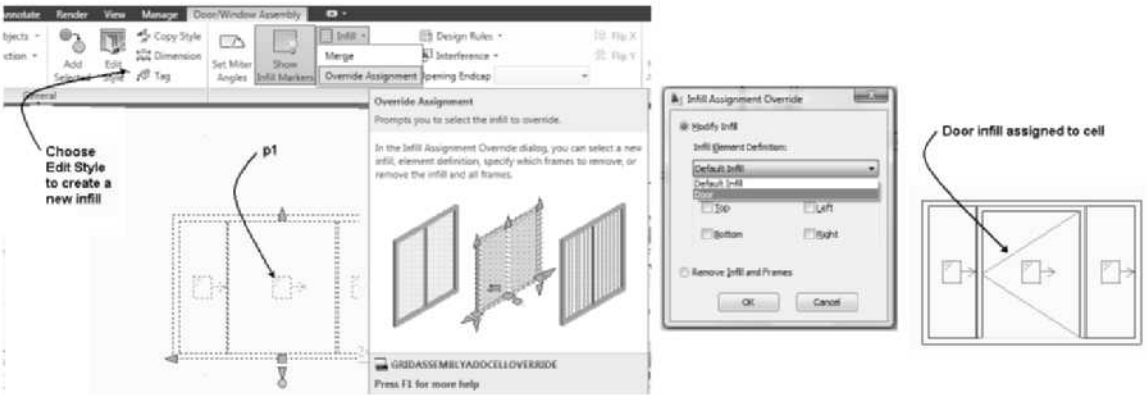

FIGURE 6.19 *Overriding the Infill Assignment*
2. Select the door/window assembly, and choose **Infill > Show Infill Markers** from the **Modify** panel as shown in Figure 6.19.
3. To create a new infill, select the door/window assembly, and choose **Edit Style** from the General panel shown in Figure 6.19.
`Select infill to override:` *(Select a cell marker as shown at* ***p1*** *at the left in Figure 6.19.)*
`Select infill to override: ENTER` *(Press ENTER to end selection and select* ***door****, the new infill, in the drop-down list of the* `Infill Assignment Override` *dialog box as shown in Figure 6.19.)*
(Click ***OK*** *to dismiss the Infill Assignment Override dialog box; the door infill is assigned to the center cell as shown at the right in Figure 6.19.)*